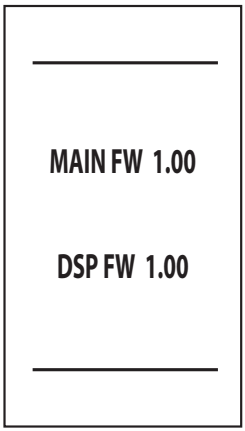

fig. 7- Pornire / Versiune software
- În timpul primelor 5 secunde, pe afişaj apare versiunea software a cartelei şi a afişajului (fig. 7).